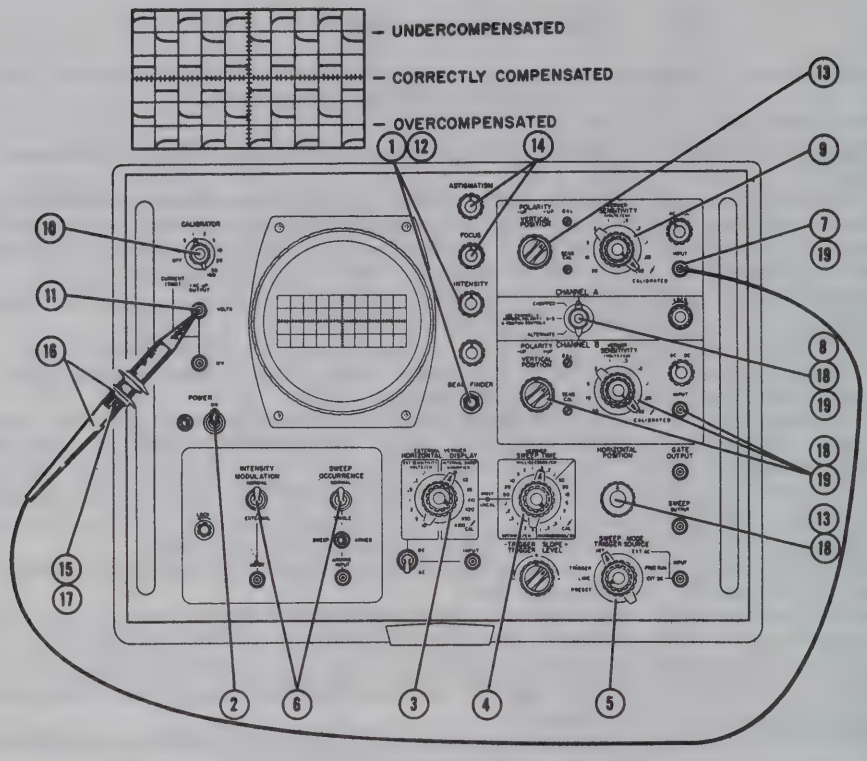

Figure 3-2. Procedure for Turning on Oscilloscope, Compensating Probe, and Making Initial Electrical Inspection
The prods have attached cables terminated in BNC connectors for connection to the vertical channel inputs. A simple external adjustment is provided for adjusting the frequency response of the prods without the need for any additional equipment. The frequency response and waveform height division ratio should be checked whenever exact response must be assured. Refer to figure 3-2.
To energize the oscilloscope for the first time, and to check the oscilloscope for proper operation, follow the procedure given in figure 3-2. This procedure includes proper initial control adjustments to prepare the oscilloscope for use.
Before attempting to operate the oscilloscope, familiarize yourself with the functions of all the front panel controls and connectors, as given in paragraph 3-3, and read the operating precautions given in paragraph 3-4. Then refer to figure 3-2 for the initial turn-on and operating procedure.
Procedures for turning on the oscilloscope, checking oscilloscope performance and obtaining various modes of operation are given in figures 3-2, 3-3, tables 3-2, 3-3, and paragraphs 3-6 through 3-14.
The procedure of table 3-2, used in conjunction with figure 3-2, gives step-by-step instructions for turning on the oscilloscope, checking its operation and making initial adjustments in preparation for viewing an input signal.
TABLE 3-2. PROCEDURE FOR TURNING ON OSCILLOSCOPE AND PREPARING IT FOR USE (STEP NUMBERS ARE KEYED TO INDEX NUMBERS ON FIGURE 3-2)
1	Perform turn on procedure as described in steps 1-14 of figure 3-2 and table 3-2.
Refer to table 3-2 and figure 3-2 for a summary operating procedure. Summary information about the function of any particular control(s) can be found in table 3-1 which is keyed to control locations shown in figure 3-1.
a. VERTICAL SENSITIVITY CHECK.—Perform the turn-on procedure given in figure 3-2 and table 3-2, checking Channel A and Channel B in turn. If a test prod is used in this test, set the CALIBRATOR